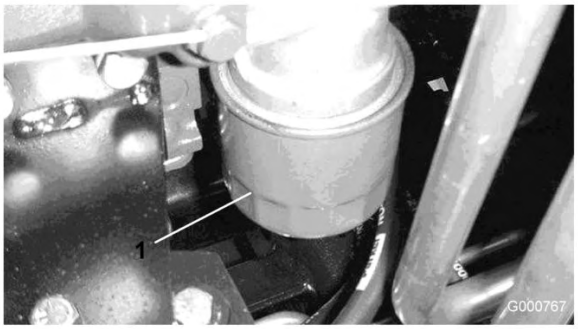

Figura 55
2. Retire o filtro do óleo (Figura 55). Aplique uma leve camada de óleo limpo no vedante do filtro novo antes de o montar. Não aplique demasiada tensão.